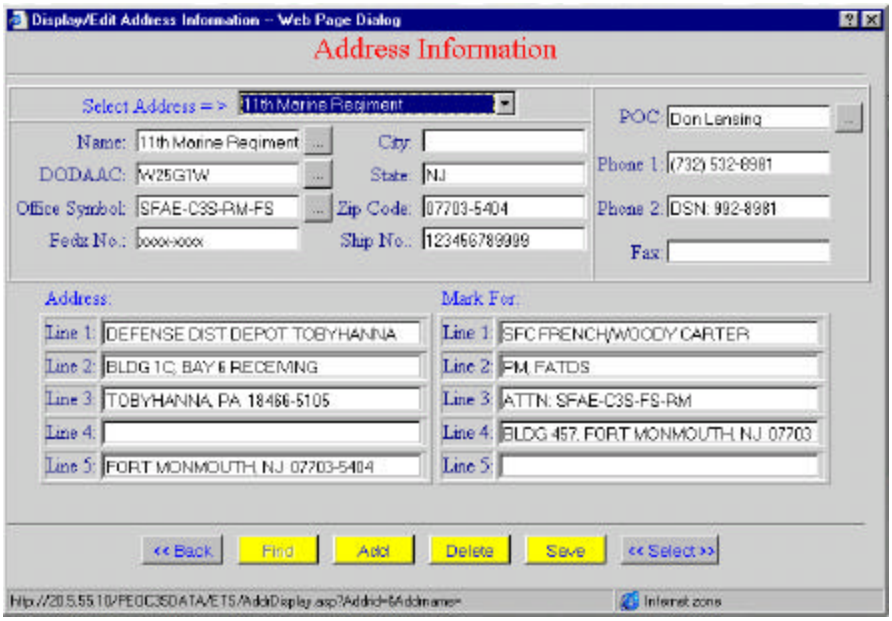
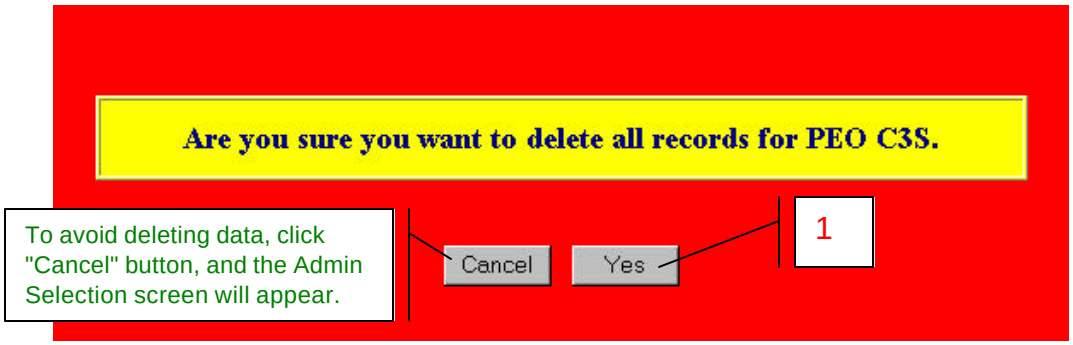

Figure 3-12. Address Information Selection Screen
Figure 3-17. Second Warning (Delete ALL Records) Screen (Admindelete2.asp).
c. On the Organization Warning screen (Figure 3-12), click the Next>> button (1, **Error! Reference source not found.**), and a second warning screen (Figure 3-17) will appear.
d. Click the Yes button (1, Figure 3-17) to delete organization records.